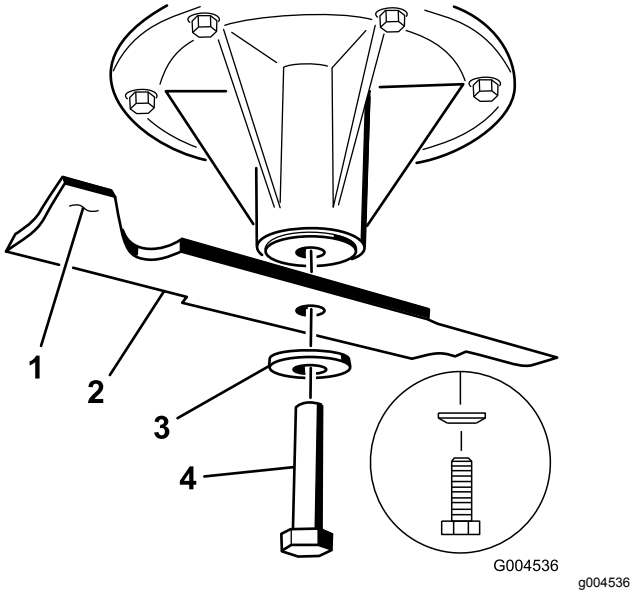

Figur 91
2. Fjern den venstre og midtre knivbolten, bueskiven og kniven fra spindelakselen (Figur 91).
3. Hvis kniven ikke er i balanse, files litt av metallet på enden av vingeområdet bort (Figur 91).